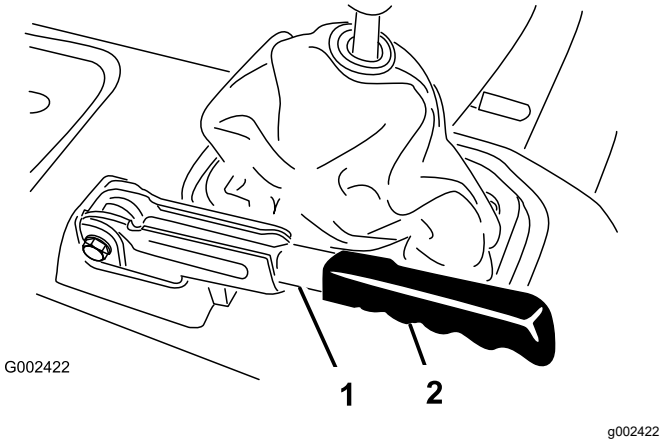

**Figuur 63**
1. Verwijder de rubberen handgreep van de parkeerremhendel (Figuur 63).